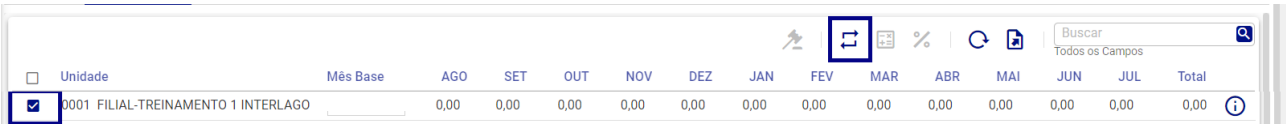

Figura 153: Repetição de Valores
- **Repetição de Valores (Figura 153):** Permite replicar o valor de um mês selecionado para os meses subsequentes.